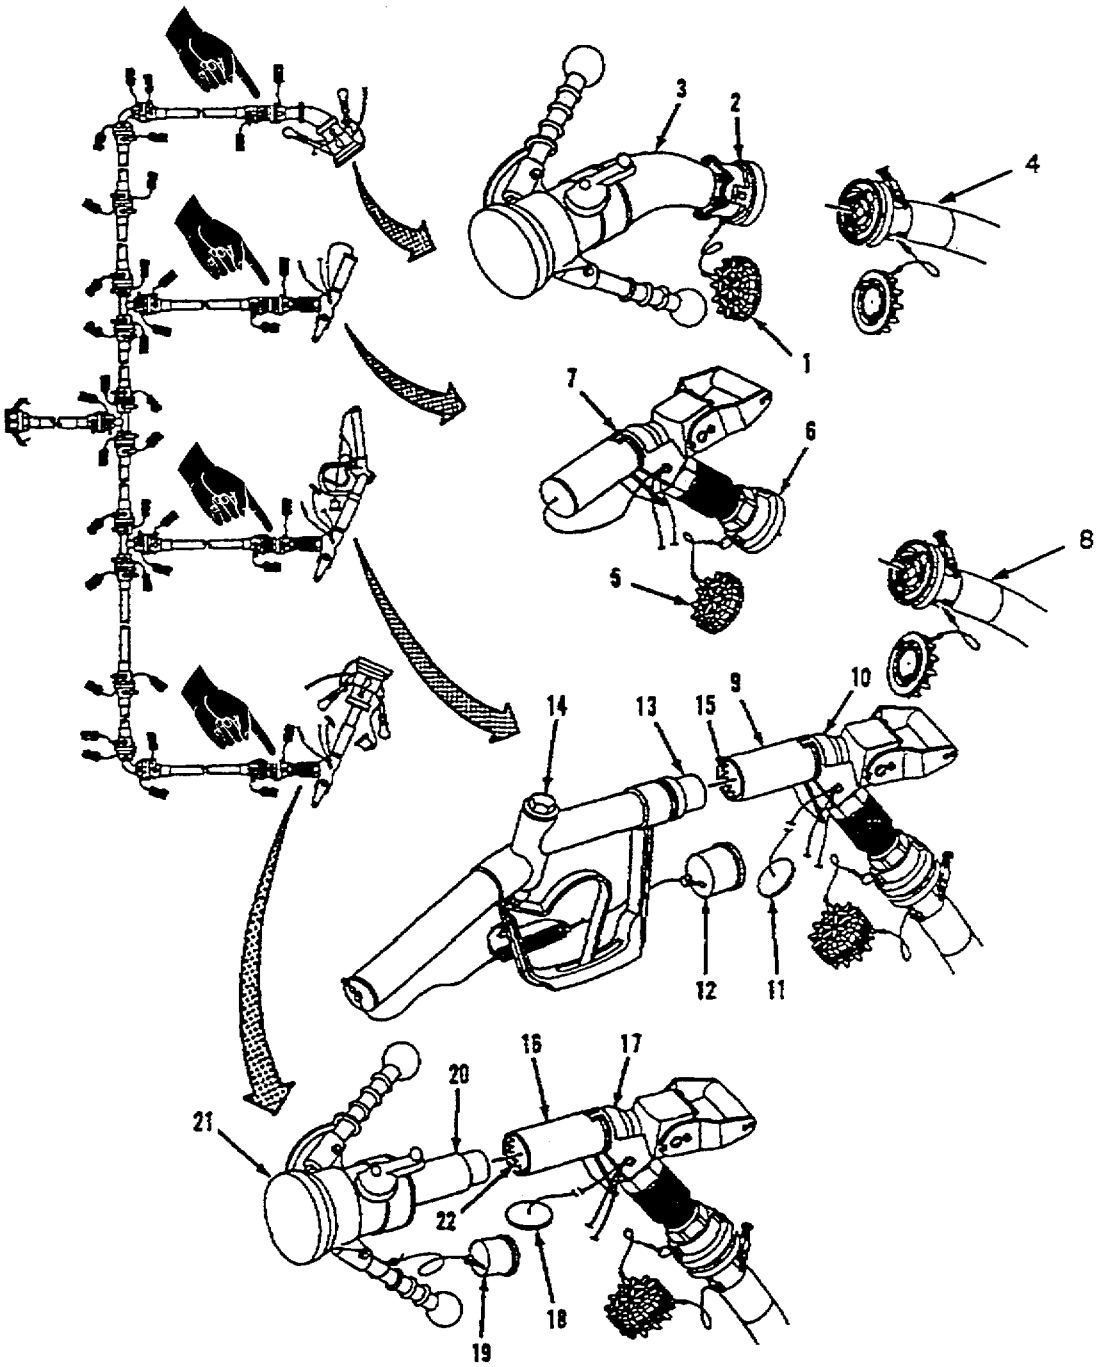

Figure 2-11. Fuel Nozzle Installation.
h. Fuel Nozzle Installation. Refer to figure 2-11. Variations in fuel system layout are permitted to meet your specific mission requirements. All of the same type fuel nozzle or a combination of different type nozzles may be used in the fuel system. The following paragraphs provide instructions for connecting one of each type nozzle.